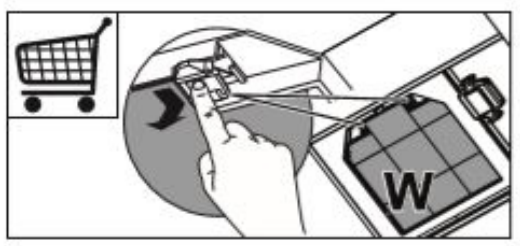

рис.8
- угольные фильтры (рис.8) устанавливаются на кухонную вытяжку согласно инструкции по установке фильтров.